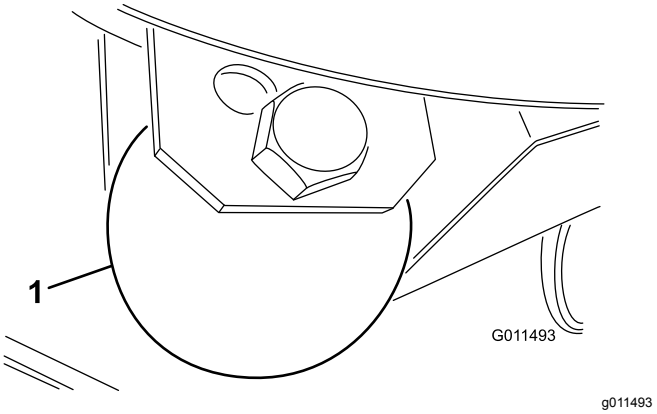

Figur 29
1. Fjern den bolt og møtrik, som fastholder dybdehjulet på klippeenhedsbeslagene (Figur 29).